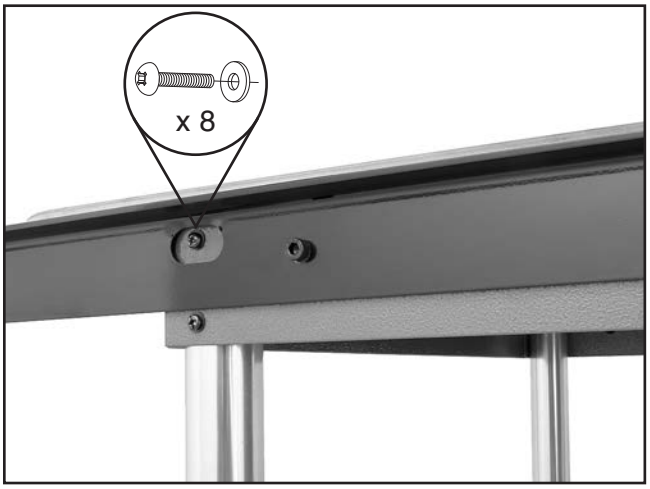

Figure 9. Support leg fastened to main extension table.
9. Fasten (2) extension table support legs to main extension table with (8) M6-1 x 12 Phillips head screws and 6mm flat washers, as shown in **Figure 9**.